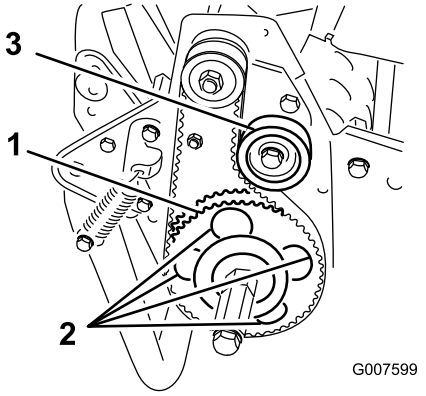

Figur 44
7. Vrid drivskivan tills hålen passar in med de fyra rullagrens flänsskruvar (Figur 44).
11. Justera remspänningen och dra åt mellanremskivans fästskruv (Figur 44).